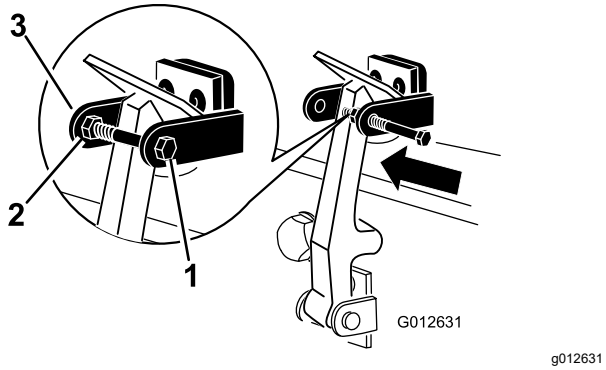

Rysunek 18
7. Wkręć śrubę w drugie ramię uchwytu blokady maski, blokując w ten sposób zatrzask na swoim miejscu (Rysunek 18).